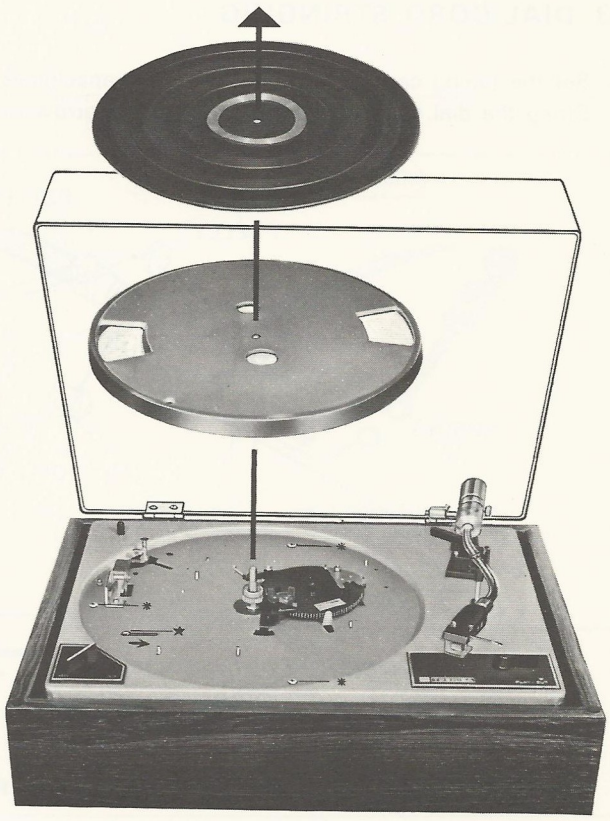

Fig. 6
3. Unloose the one mounting screws marked (★) and slide them to the direction of arrow indicating as shown in figure 6.